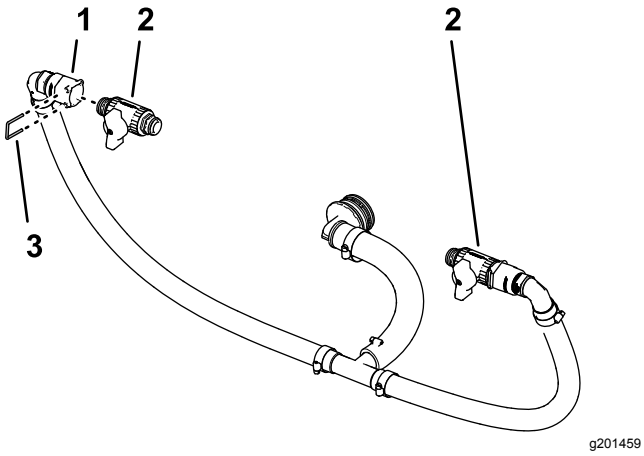

Figuur 91
1. Verwijder de 2 borgclips van de vrouwelijke snelkoppelingen (Figuur 91) die u gemonteerd hebt in De omloopslangen in elkaar zetten (bladz. 41).
2. Monteer de afsluitklep op de vrouwelijke snelkoppelfitting (Figuur 91).